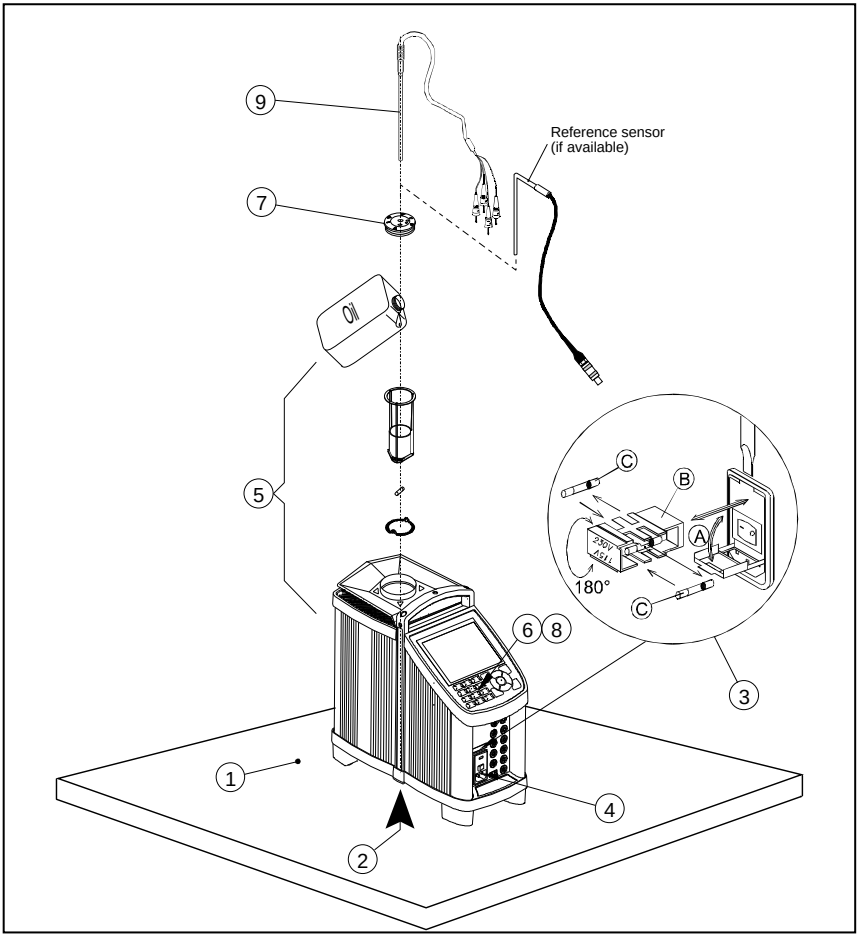

Fig. 4
③ Check the voltage of the power control switch (on/off switch (230V/115V)). If the voltage of the power control switch differs from the line voltage, you must adjust the setting of the power control switch as follows (see fig. 4):